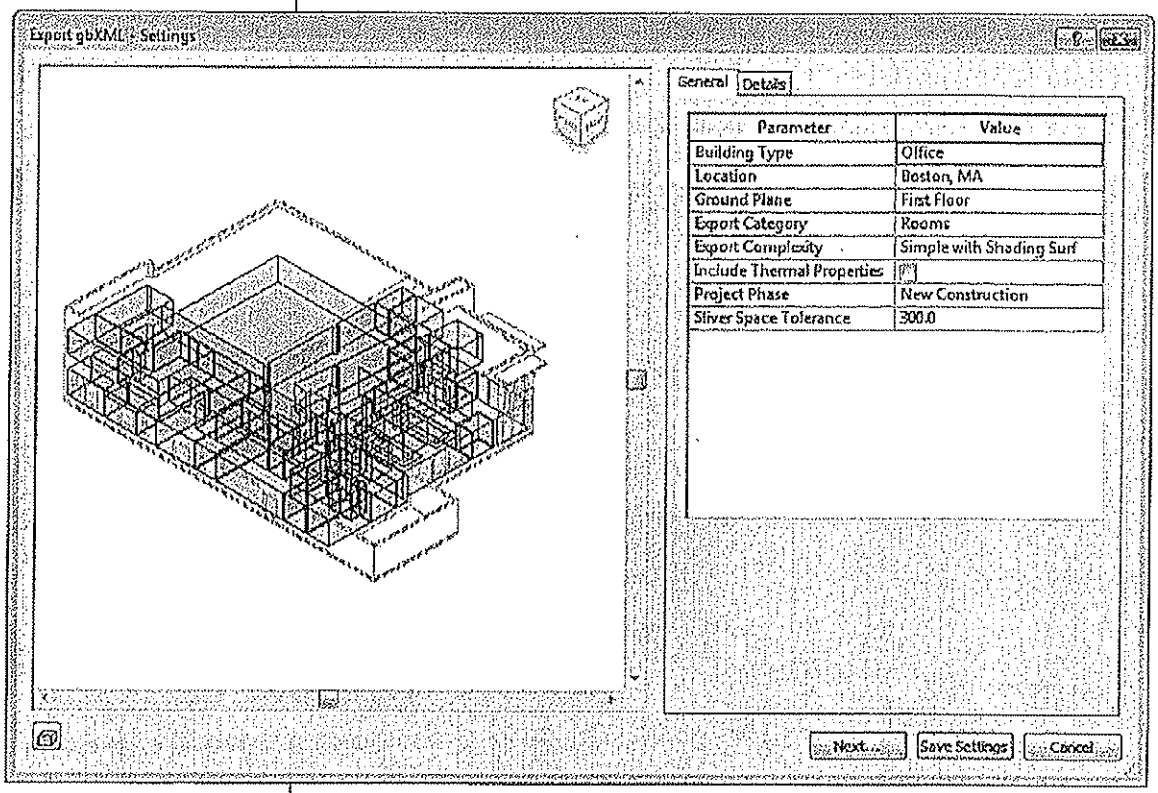

Figure 7–20
2. The Export gbXML - Settings dialog box opens as shown in Figure 7–20, displaying a 3D view of the space volumes and information in the *General* and *Details* tabs.